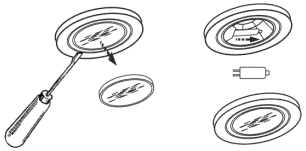

рис. 9
8.6.2 Замена галогенной лампы (рис. 9):